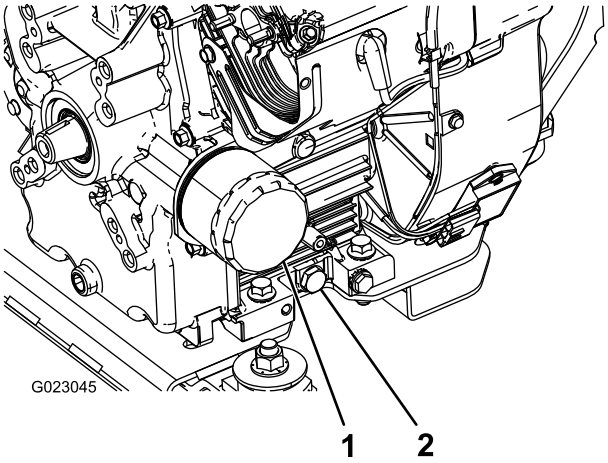

Figuur 41
5. Verwijder de aftapplug (Figuur 41).
2. Verwijder het oliefilter (Figuur 41).
5. Plaats het nieuwe filter op het filtertussenstuk. Draai het oliefilter rechtsom totdat de rubberen pakking contact maakt met het filtertussenstuk. Draai het filter vervolgens nog eens ½ slag (Figuur 41).